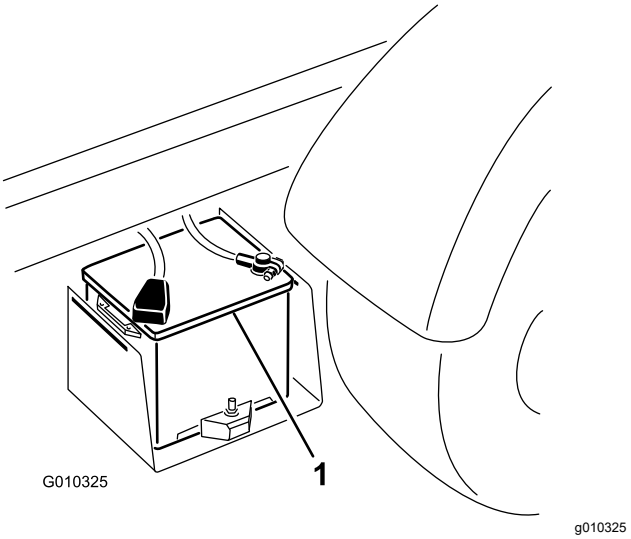

Figur 42
2. Anslut en startkabel mellan de två batteriernas pluspoler (Figur 42).